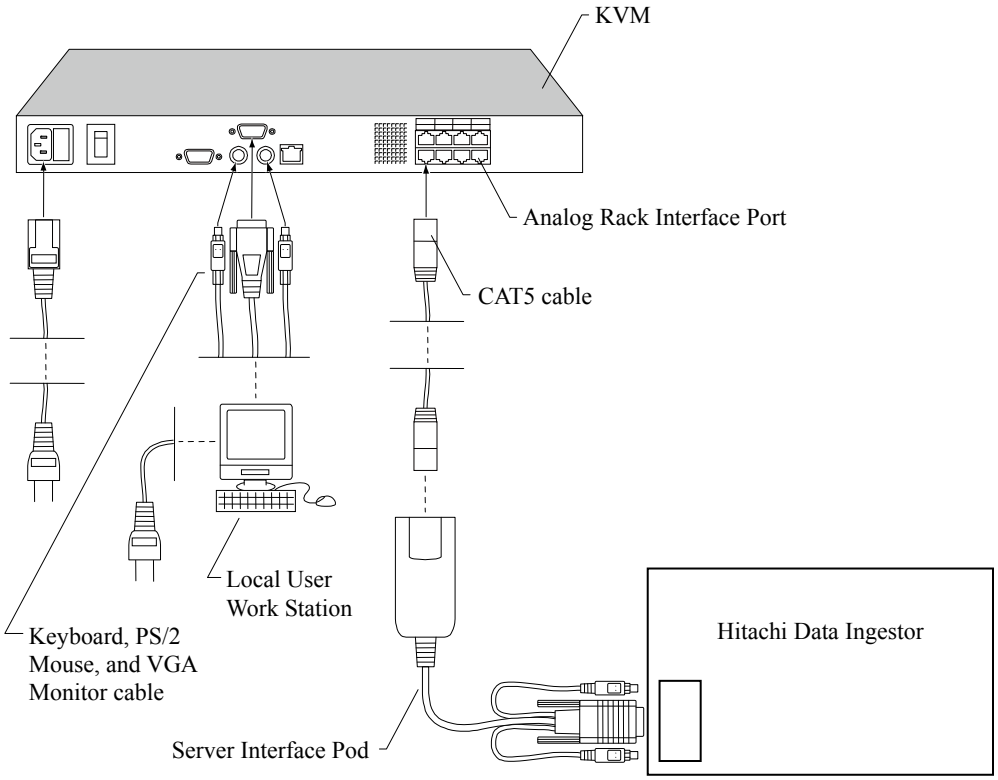

Figure B.1.1-1 KVM Connection
*: Figure B.1.1-1 is for reference only. The shape of the cable and the cable insertion position may be changed by a hardware enhancement.